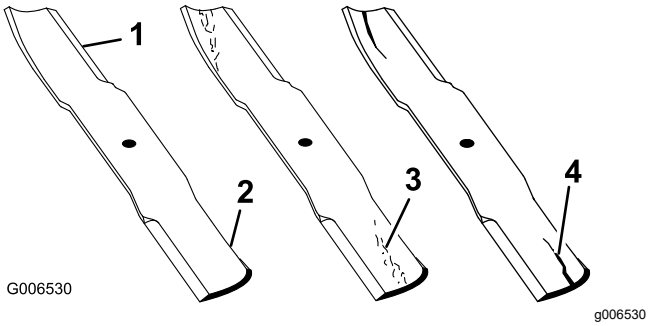

Figure 79
1. Examinez le tranchant des lames (Figure 79).
4. Remplacez immédiatement toute lame fendue, usée ou qui présente une entaille sur cette partie (Figure 79).